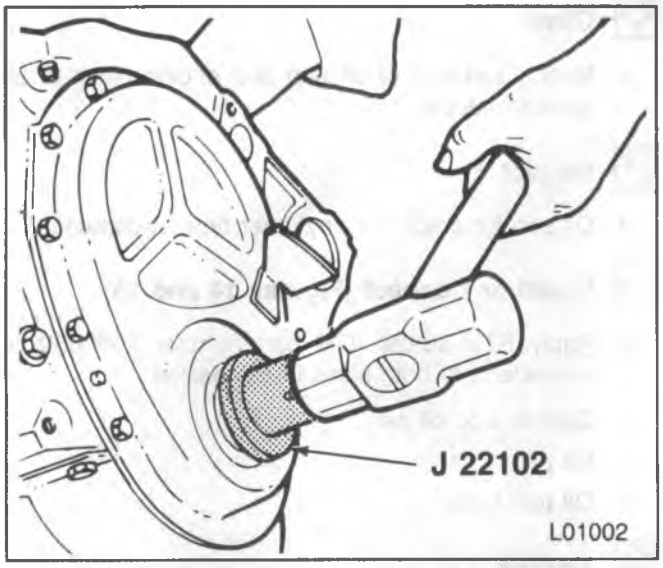

Figure 10—Installing the Front Crankshaft Seal
Install or Connect (Figures 10 and 11)
2. Front crankshaft seal. Use J 22102 (figure 10). The open end of the seal faces inside the engine. Coat the seal lips with engine oil.